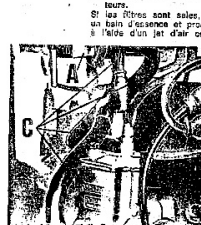

Fig. 20
**Filtre et conduites du carburant** (fig. 20)